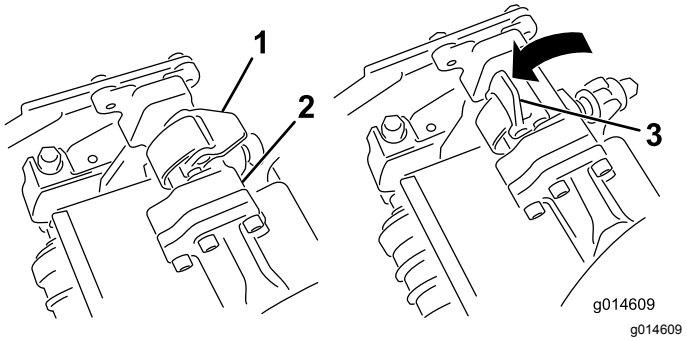
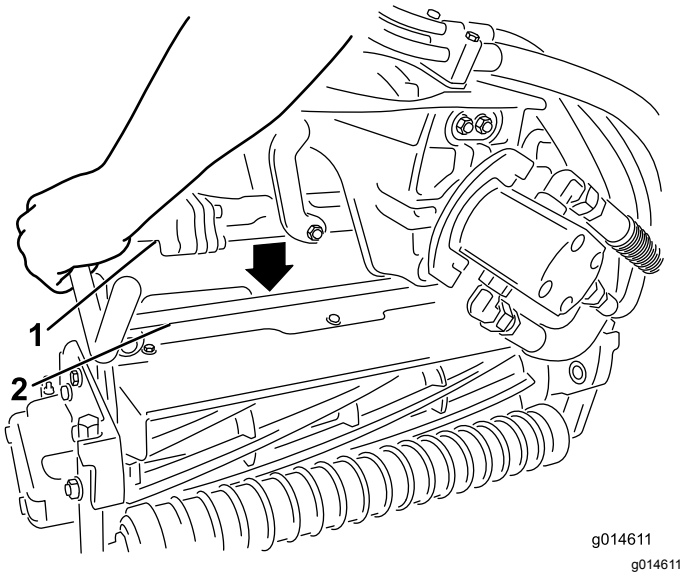

Figur 43
Figur 44
3. Mens låsehåndtagene på affjedringsarmen peger opad (dvs. er åbne) (Figur 43), skal du skubbe affjedringsarmen ned, så stangen kan sættes over tværstangen på klippeenheden øverst oppe (Figur 44).
4. Luk låsehåndtagene ned og omkring klippeenhedens stang, og lås dem på plads (Figur 43).
4. Åbn låsehåndtagene på affjedringsarmens stang på klippeenheden, som du fjerner (Figur 43).